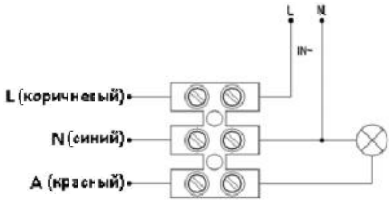

Рис. 4
4.4. Подключить сетевой провод и нагрузку в соответствии со схемой подключения (рис. 4).